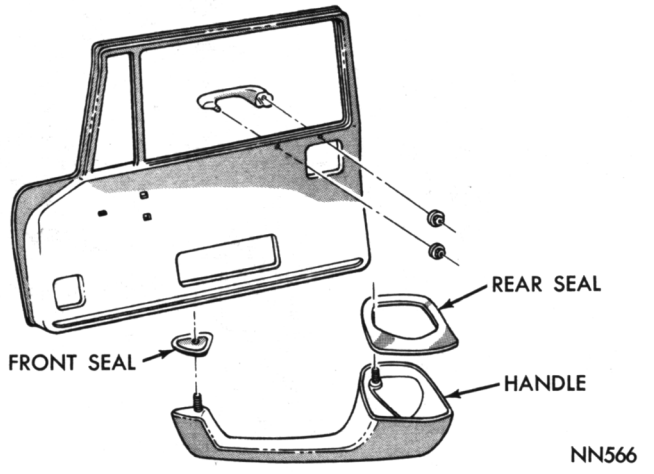

Fig. 22—Front Door Handle
(1) With door glass in up position, remove door handle attaching nuts from mounting studs (Fig. 22) and link from handle to lock.
(2) Lift handle up and remove from door.